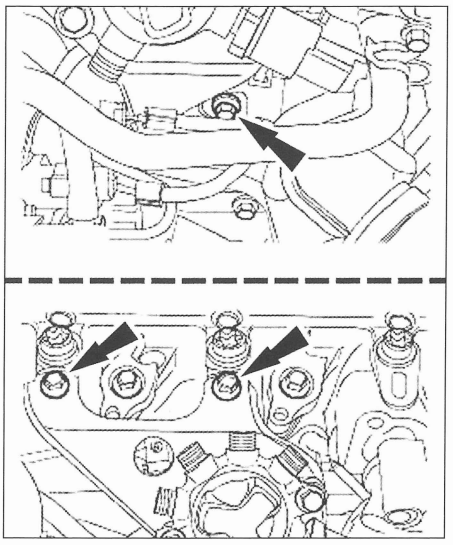

FIG. 37
• Aflojar los tornillos de fijación del soporte de rampa de inyección **(fig. 37).**